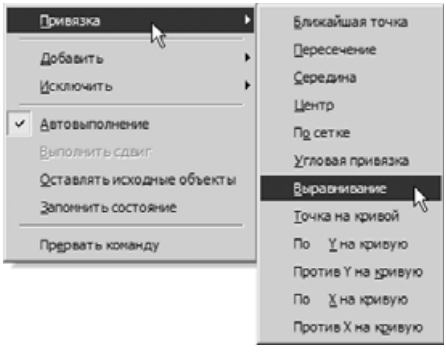

Рис. 3.30
- В появившемся на экране контекстном меню установите курсор на **Привязка** и выберите из меню локальных привязок команду **Выравнивание** (рис. 3.30).